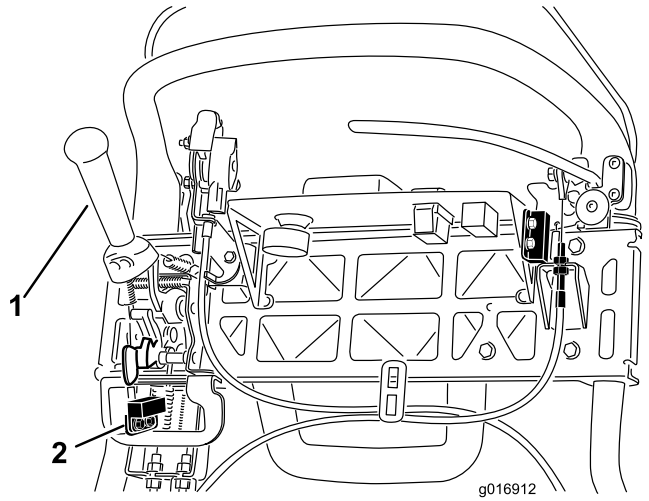

Figur 38
4. Løsne monteringsfestene til sperrebryterne (Figur 38).
5. Plasser et 1,6 mm tykt mellomlegg mellom trekkspaken og sperrebryteren (Figur 38).